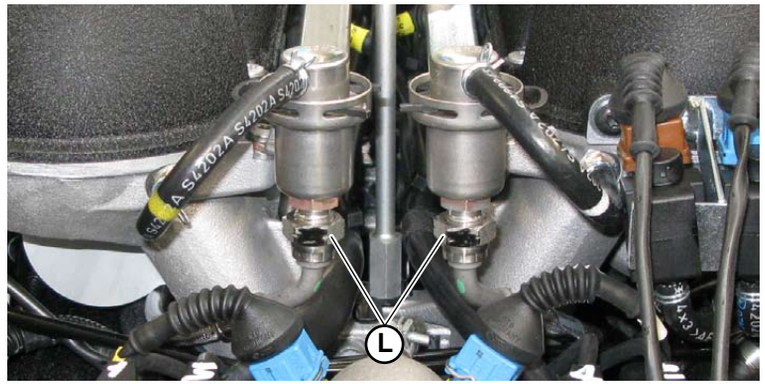

Fig.9
10. Connect the fuel return pipes (**L-Fig.9**).